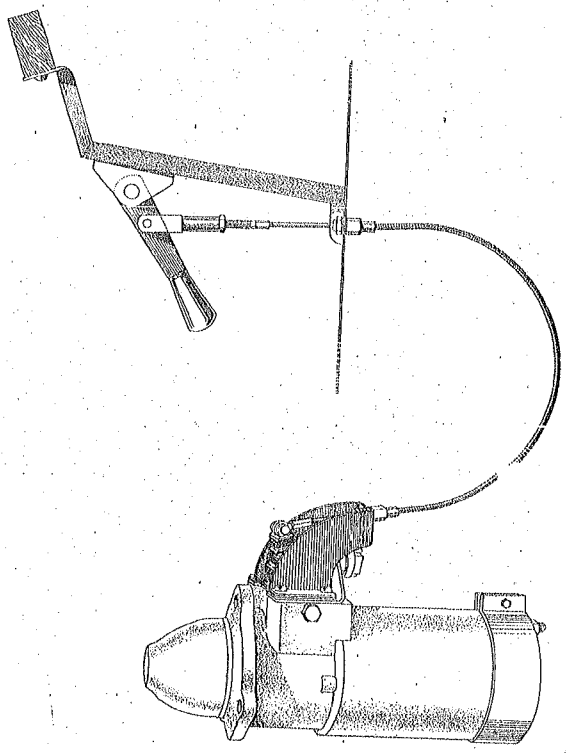

Fig. 10 *STR 1465*
1. Screw the starter lever bracket underneath the scuttle on the right hand side, bolt the starter lever to it, and connect the starter pull cable between the starter lever and the starter. The starter pull cable has a screwed end with a locknut for adjustment. The assembly of the starter cable is shown in Fig. 10.